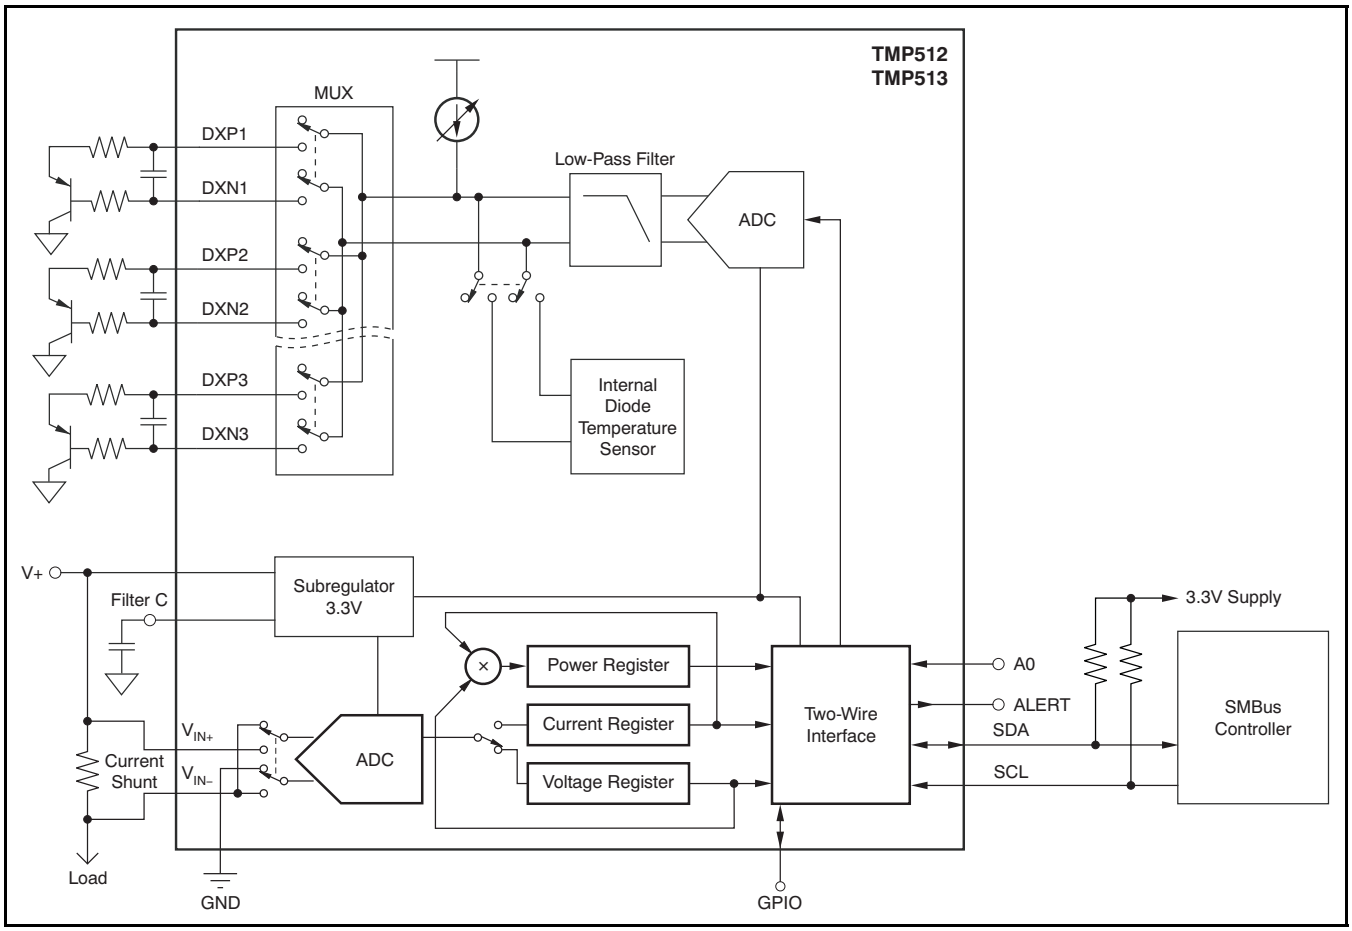

Figure 23. Typical Application Circuit
The TMP512/13 offer compatibility with two-wire and SMBus interfaces. The two-wire and SMBus protocols are essentially compatible with each other. Two-wire is used throughout this data sheet, with SMBus being specified only when a difference between the two systems is being addressed. Two bi-directional lines, SCL and SDA, connect the TMP512/13 to the bus. SDA is an open-drain connection. See Figure 23 for a typical application circuit.
(2) Read data is from the last register pointer location. If a new register is desired, the register pointer must be updated. See Figure 23.
(3) ACK by Master can also be sent.